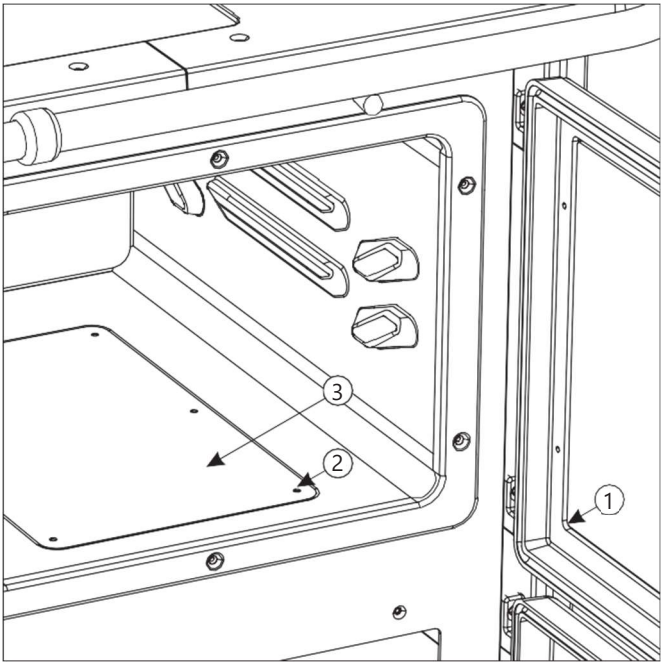

Figure 7
Cleaning the ducts for gaseous combustion products flow below the oven (Figure 7) - open the oven door (1), unscrew the 6 screws (2) on the bottom of the oven and remove the oven bottom lid (3). Use the auxiliary equipment to remove the accumulated soot from the cooker bottom and under the oven bottom. Return the oven bottom lid into the original position after cleaning and fasten it to the oven bottom with screws.